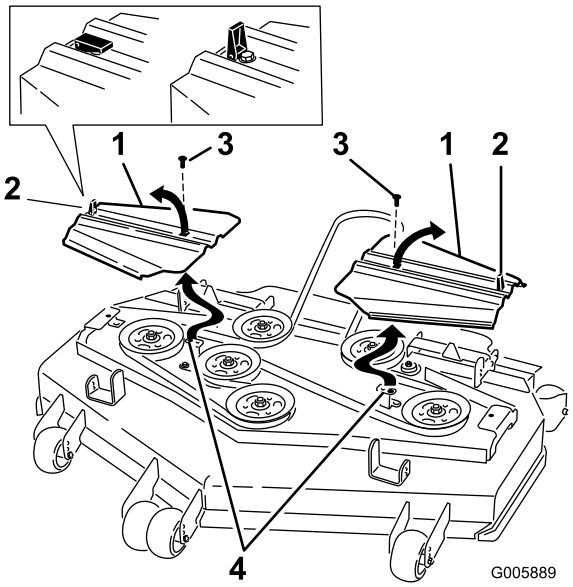

Figuur 60
12. Plaats de drijfriemkappen met de lippen in de sleuven. Monteer de schroeven en maak de sluitingen vast (Figuur 60).